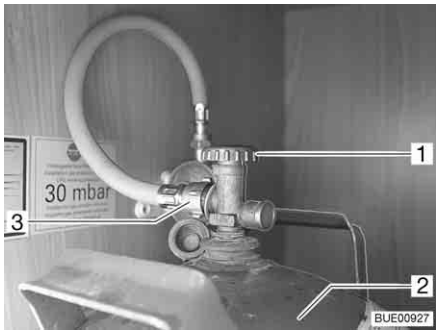

Fig. 95 Gas bottle compartment
- Close the regulator tap (Fig. 95,1) on the gas bottle (Fig. 95,2). Pay attention to the direction of the arrow.
- Unscrew the gas tube (Fig. 95,3) by hand from the gas bottle.